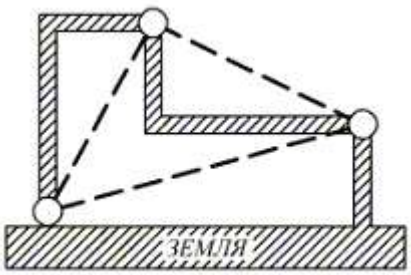

Рисунок 3.3
2) Рама представляет собой неизменяемую фигуру (рис. 3.3), состоящую из трех